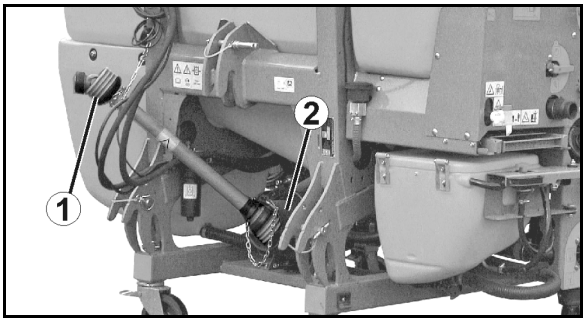

図 12
- 図 12/…
(1) Super-S ブームのロックの目視検査